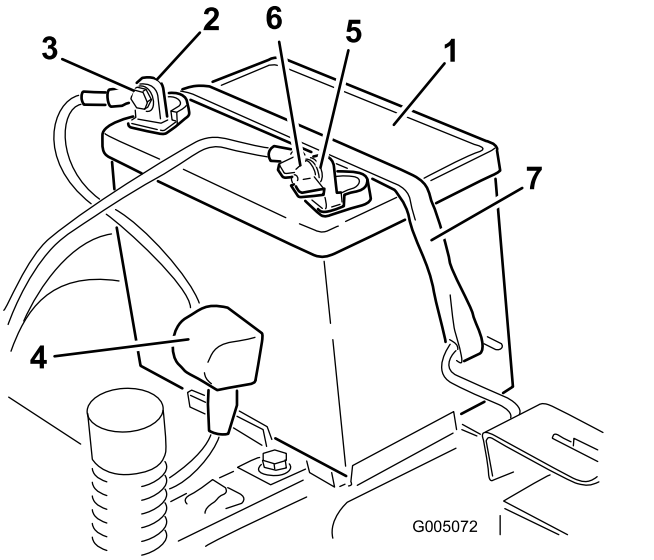

Figur 44
4. Tag det sorte minusjordkabel af batteriets pol (Figur 44). Gem alle fastgørelsesanordningerne.
5. Skyd gummikappen op ad det røde positive kabel. Tag det røde positive kabel af batteriets pol (Figur 44). Gem alle fastgørelsesanordningerne.
6. Fjern batteritilholderen (Figur 44), og løft batteriet op fra batteribakken.
1. Placer batteriet i bakken (Figur 44).
5. Fastgør batteriet med tilholderen (Figur 44).